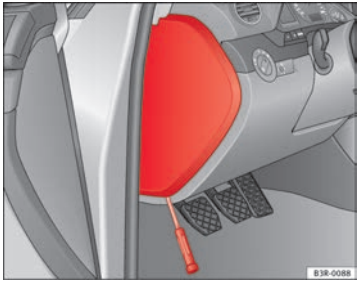

Fig. 202 Left side of dash panel: Fuse box cover
– Remove the fuse cover using a screwdriver ⇒ Fig. 202.